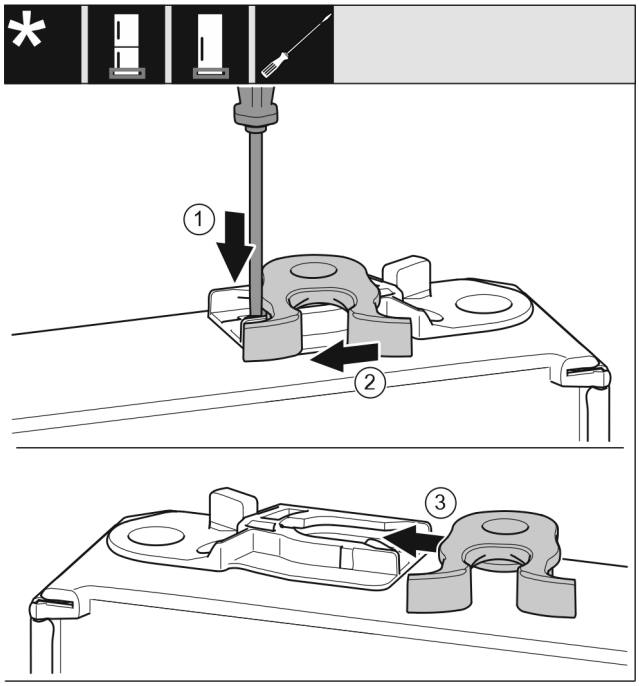

Fig. 22
- ▶ Use a slotted screwdriver to push the tab *Fig. 22 (1)* downwards.
- ▶ Pull the closing hook *Fig. 22 (2)* out of the guide.
- ▶ Insert the closing hook *Fig. 22 (3)* into the guide on the other side.